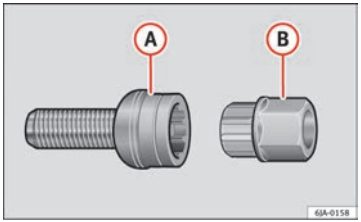

Fig. 141 Anti-theft wheel bolt with adapter
– Insert the adapter (B) ⇒ Fig. 141 with its toothed side as far as it will go on the interior toothing of the anti-theft wheel bolt (A) so that only the outer hexagonal is protruding.
– Fit the box spanner as far as it will go over adapter (B).